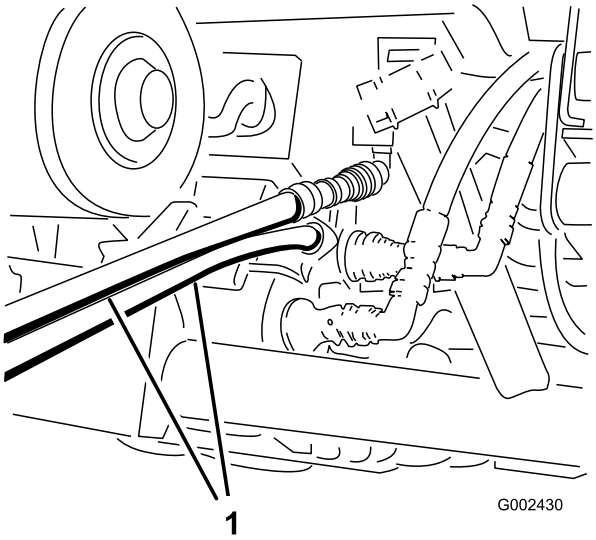

**Figur 73**
4. På det andet køretøj: Forbind de to slanger med koblingen, der stadig sidder i koblingsholderen (forbind topslangen med topkoblingen og bundslangen med bundkoblingen) (Figur 73). Tildæk alle ubrugte fittings.